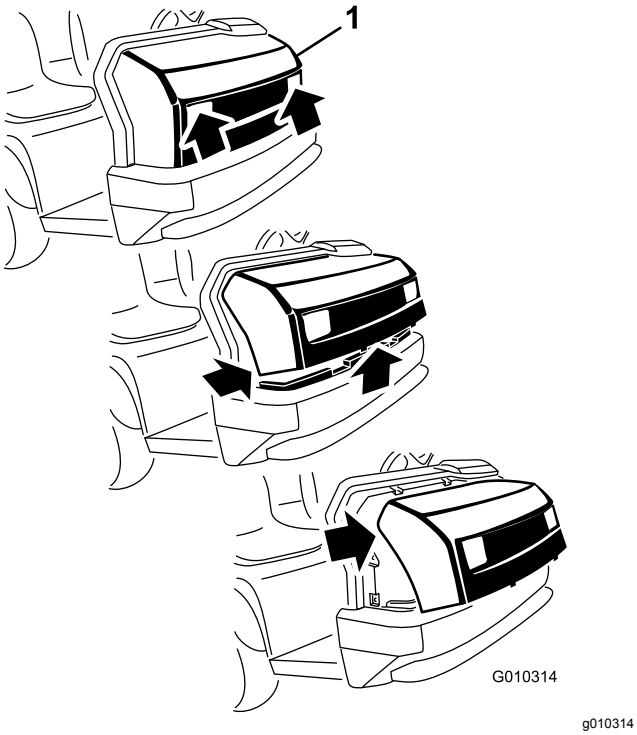

Rysunek 39
1. Trzymając przednią pokrywę pojazdu za otwory reflektorów, unieś ją, aby uwolnić dolne występy montażowe z wycięć w ramie (Rysunek 39).
2. Odchyl dół maski do góry, aż będzie można wyciągnąć górne występy montażowe ze szczelin ramy (Rysunek 39).
3. Odchyl górę maski do przodu i odłącz złącza przewodów od reflektorów (Rysunek 39).